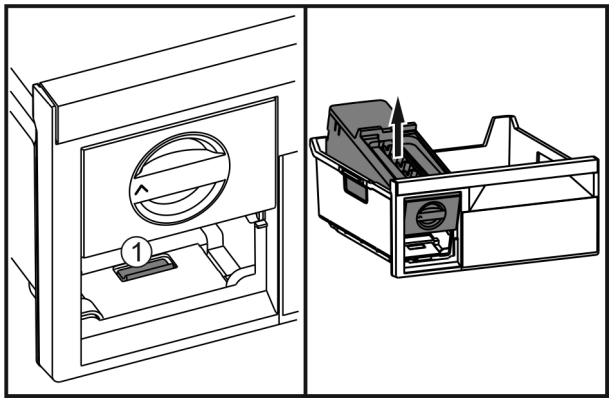

Fig. 37
▶ Lasche *Fig. 37 (1)* drücken, EasyTwist-Ice von hinten anheben und aus dem Gefrierschubfach herausnehmen.